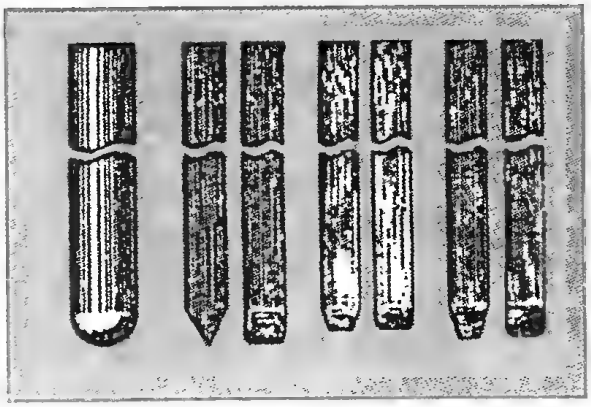

Рис. 3
4. Матрицу изготовляют из дерева. Роль пуансона выполняют специальные бойки. Бойки похожи на правилки предыдущего метода, но их делают из более толстого пруткового материала диаметром 20, 25 и 30 мм. Конец одного бойка делают сферичным или граненым (рис. 3).